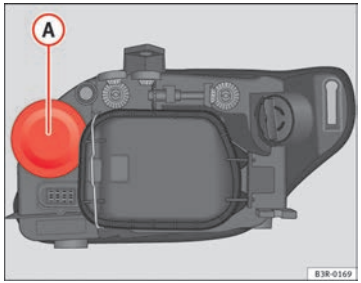

Abb. 194 Fernlicht
– Ziehen Sie die Gummikappe (A) ⇒ Abb. 194 ab.